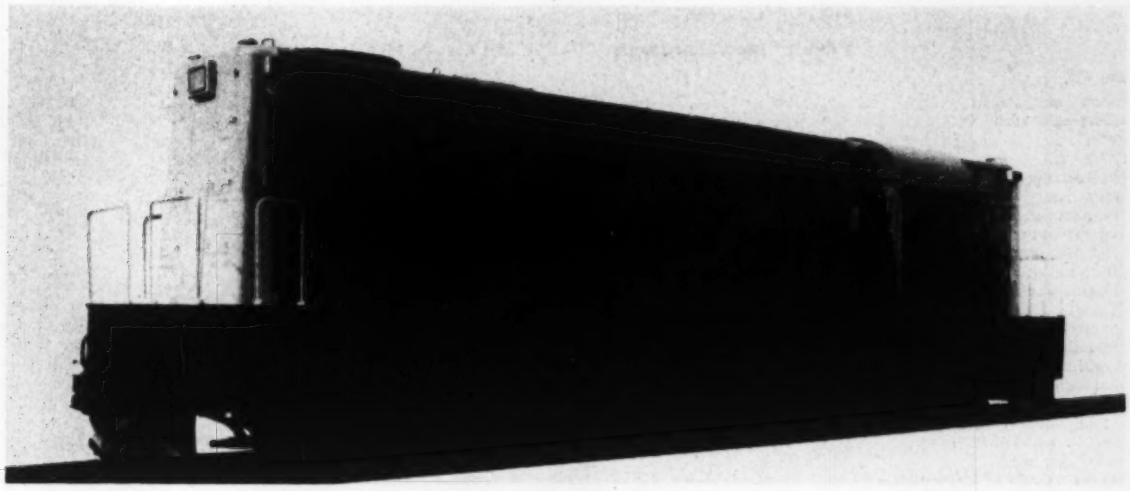

Fig. 2 Meter-gage 1600-hp unit for Brazil
Fig. 2 and item 2 of Table 1 describe a 1600-hp meter-gage unit furnished the Central of Brazil by General Electric and equipped with an ALCO engine.